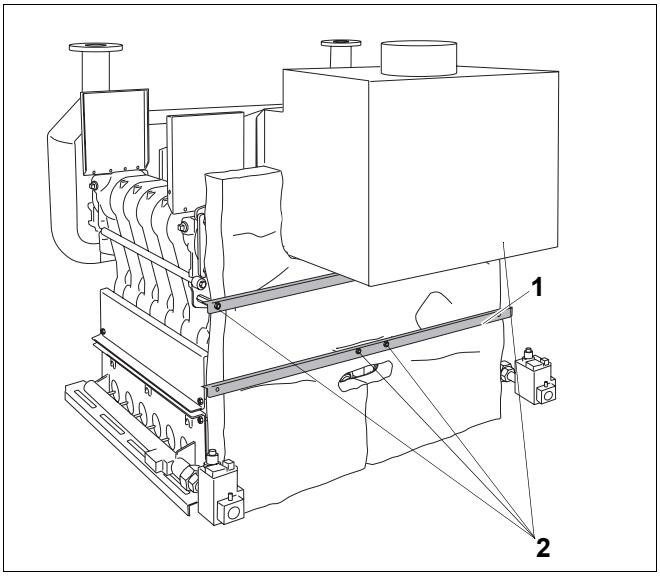
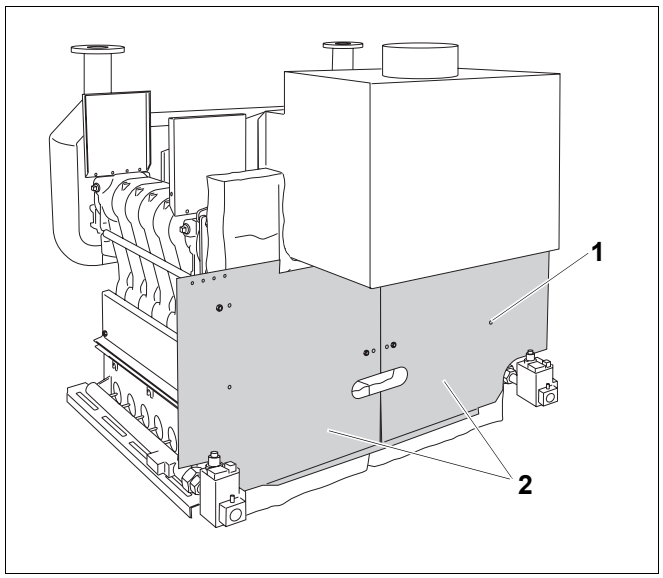

Rys. 50 Zamocowanie kątowników ścianki tylnej
Rys. 51 Montaż ścianek tylnych
Dwa kątowniki ścianki tylnej (rys. 50, **poz. 1**) znajdują się w opakowaniu A.
- Nałożyć oba kątowniki ścianki tylnej (rys. 50, **poz. 1**), tak aby zagięcia były skierowane do dołu, na trzpienie dystansowe M8 x 75 (rys. 50, **poz. 2**).
- Nakręcić nakrętki M8 z włożonymi podkładkami na trzpienie dystansowe M8 x 75 (rys. 50, **poz. 2**) i w ten sposób zamocować kątowniki ścianki tylnej.
- Wsunąć ścianki tylne (rys. 51, **poz. 2**) na trzpienie dystansowe M8 x 75 (rys. 50, **poz. 2**, strona 40).
- Przykręcić ścianki tylne (rys. 51, **poz. 2**) śrubami z łbem płaskim 3,9 x 9,5 (rys. 51, **poz. 1** – 4 sztuki na ściankę tylną) do kątowników ścianek tylnych.